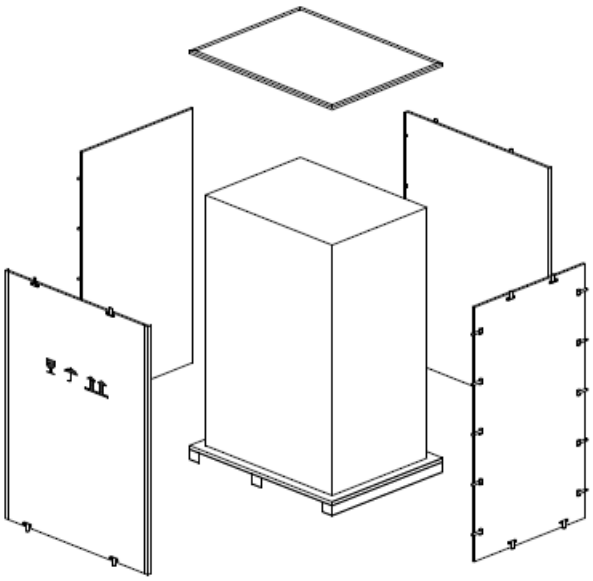

Рисунок 3-3 Снятие ящика
- Снимите верхний лист деревянного ящика со стальным кантом с помощью гвоздодера и плоскогубцев; затем снимите боковые листы (см. рисунок 3-3Рисунок).